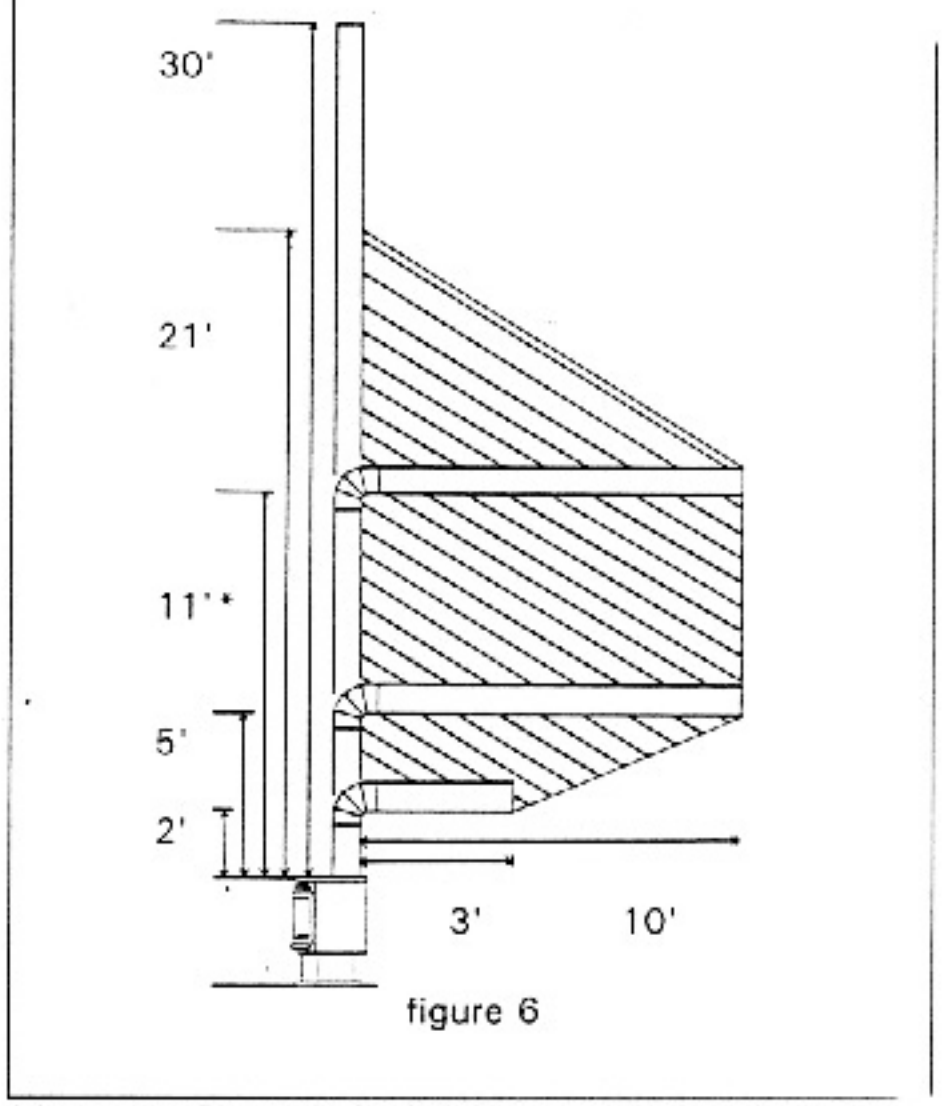

figure 6
8. For proper operation, any additional pipe must conform to the venting graph in Figure 6.
If extra elbows are being used overall allowable length will be reduced by 3ft. per additional elbow. (* see figure 6)